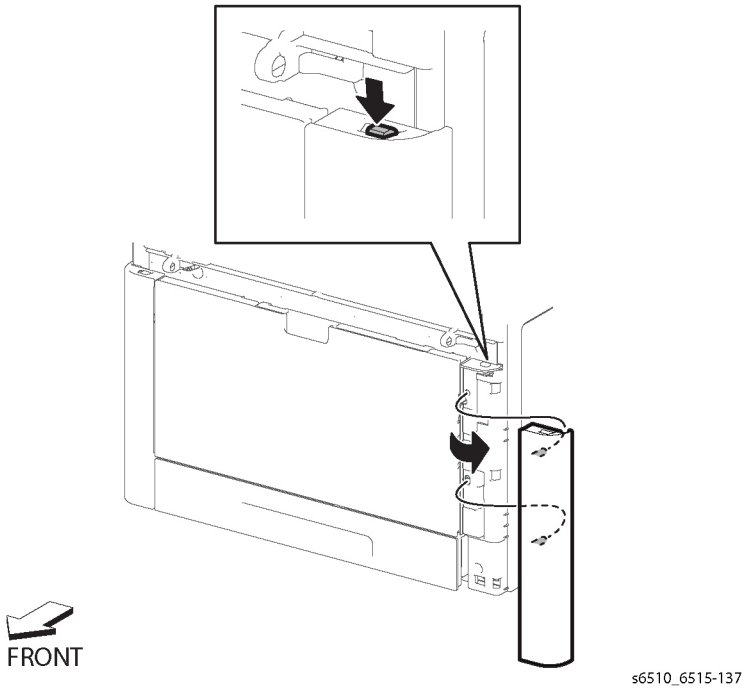

Figure 1 Remove the Right Side Front Cover (MFP)
2. Refer to Figure 1 to push and release the hook at the top end of the Right Side Front Cover.